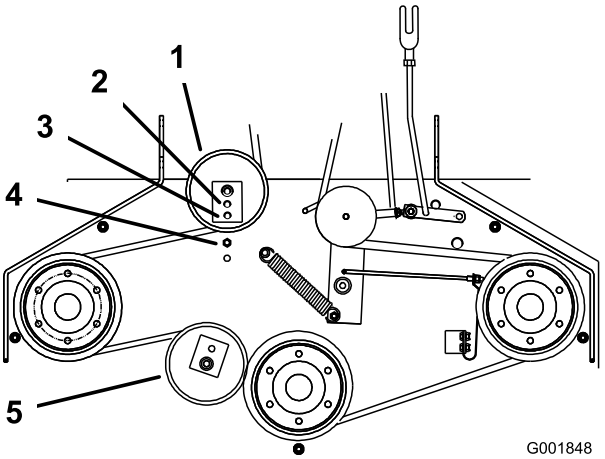

Figur 45
6. Om spännmuttern inte kan justeras ytterligare och remmen fortfarande är slack måste det bakre mellandrevet flyttas till mitthålet eller främre hålet (Figur 45). Använd det hål som ger rätt justering.
7. När mellandrevet flyttas måste även remstyrningen flyttas. Flytta remstyrningen till det främre läget (Figur 45).